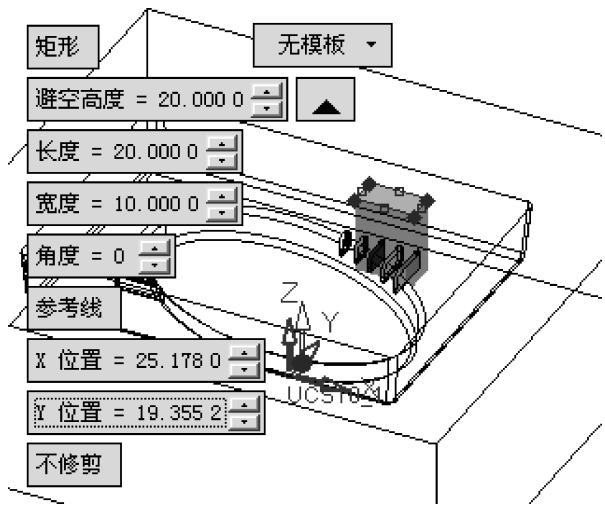

图 6-10
① 鼠标按住长方形的一条边进行拖动，如图标。
② 鼠标按住长方形一条边中点进行两边拖动，如图标。
③ 鼠标按住长方形一个角点进行拖动，如图标。
④ 按住 < Shift > 键和长方形一个角点进行旋转，如图标。
⑤ 单击扩展选项，手工编辑矩形框尺寸，如图 6-10 所示。